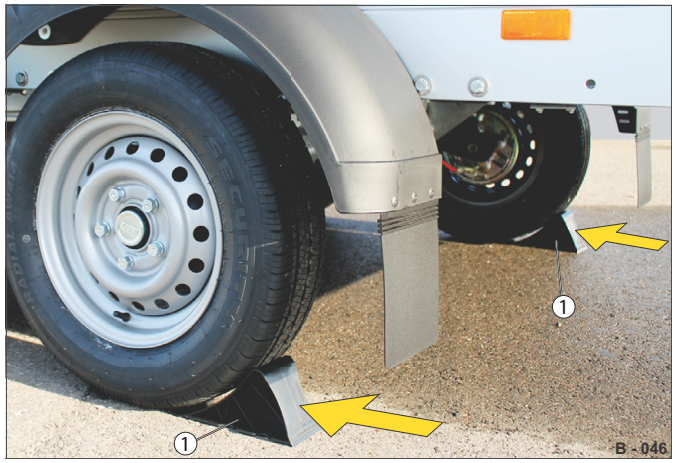

Abb. 81 Zakládací klíny podložené
▶ Zakládací klíny (Abb. 81/1) zasuňte zcela pod kola.